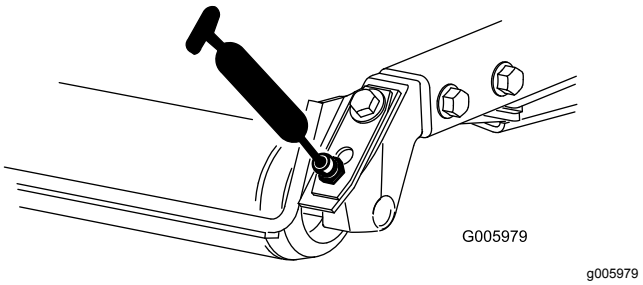

Figur 63
- Bagrullelejer (to pr. plæneklipperskjold) som vist i Figur 63